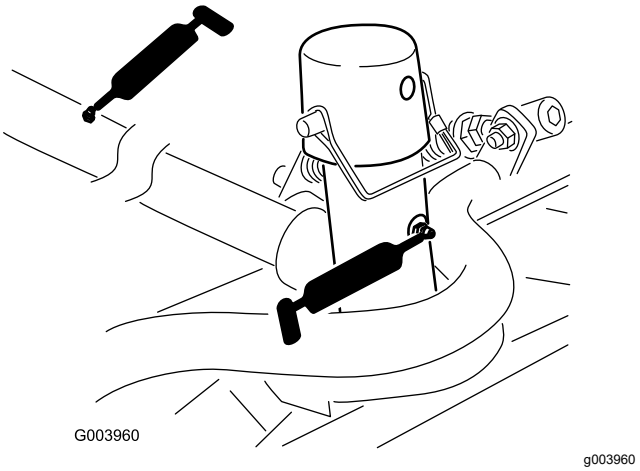

Рисунок 103
- Несущая рама и ось поворота режущего блока (по 2 шт.) (Рисунок 103)